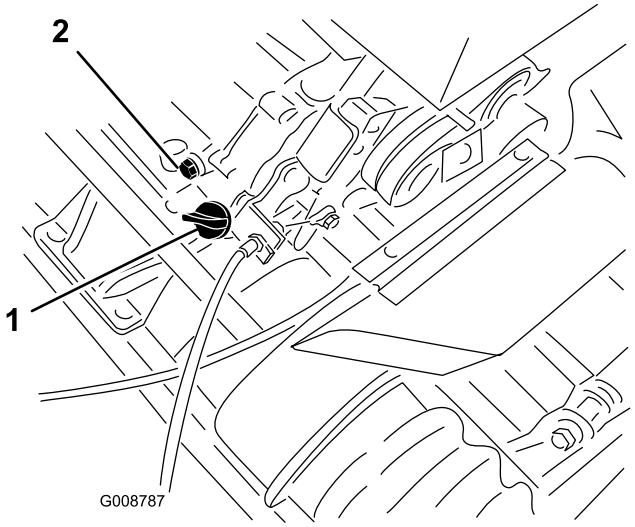

Figuur 23
1. Plaats de machine zo, dat de motor waterpas staat en reinig de omgeving van de oliepeilstok (Figuur 23).
2. Plaats een opvangbak onder de aftapplug aan de achterzijde van de machine (Figuur 23).